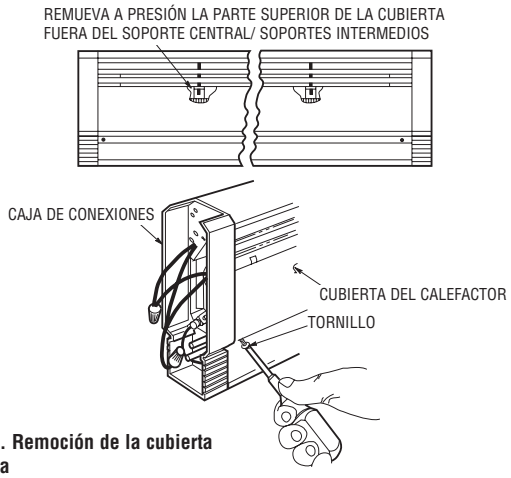

**Figura 4. Remoción de la cubierta delantera**
4. Remueva la cubierta delantera del calefactor removiendo los tornillos en las esquinas inferiores. Hale hacia afuera la parte inferior de la cubierta y levante la parte superior de la cubierta fuera de la caja de conexiones. Repita para el extremo opuesto. Remueva a presión la parte superior de la cubierta fuera del soporte central y fuera de los soportes intermedios. Vea la Figura 4.